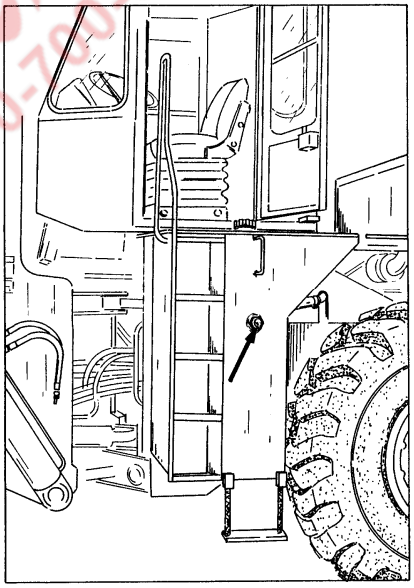

Рис. 5.55. Смотровое окошко для контроля уровня масла в баке гидросистемы (левая сторона)
3. Проверить уровень масла в баке. Уровень масла проверяется через смотровое окошко (Рис. 5.55). Верхняя кромка смотрового окошка показывает максимальный уровень масла в баке, а нижняя кромка – минимальный. Следует неукоснительно поддерживать уровень масла в баке гидросистемы между вышеуказанными кромками смотрового окошка.